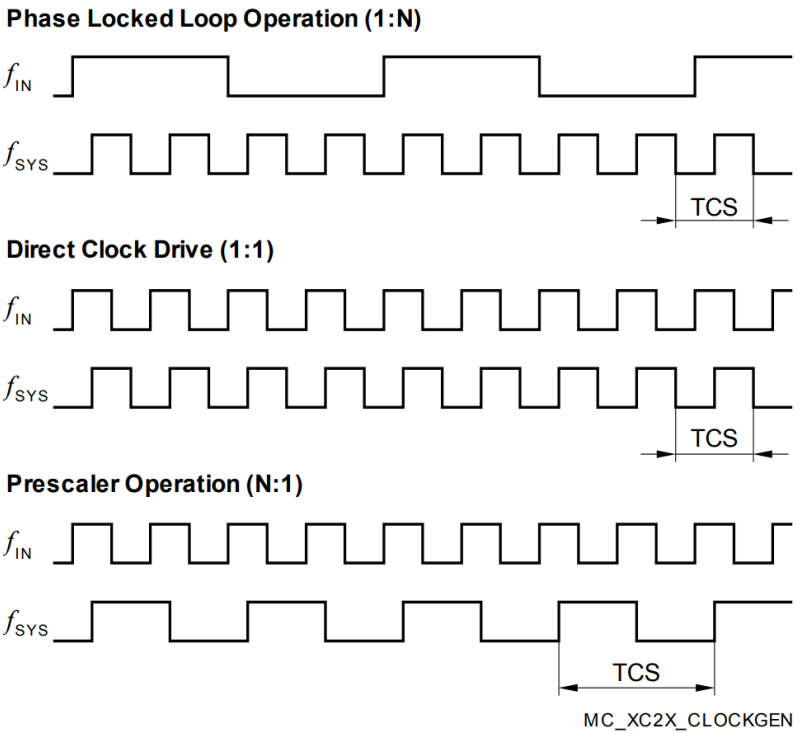

**图 19 系统时钟的生成机制**
*注意：图19 中所示的PLL 操作示例使用了1:4 的PLL 因子；而分频器操作示例使用了2:1 的分频因子。*